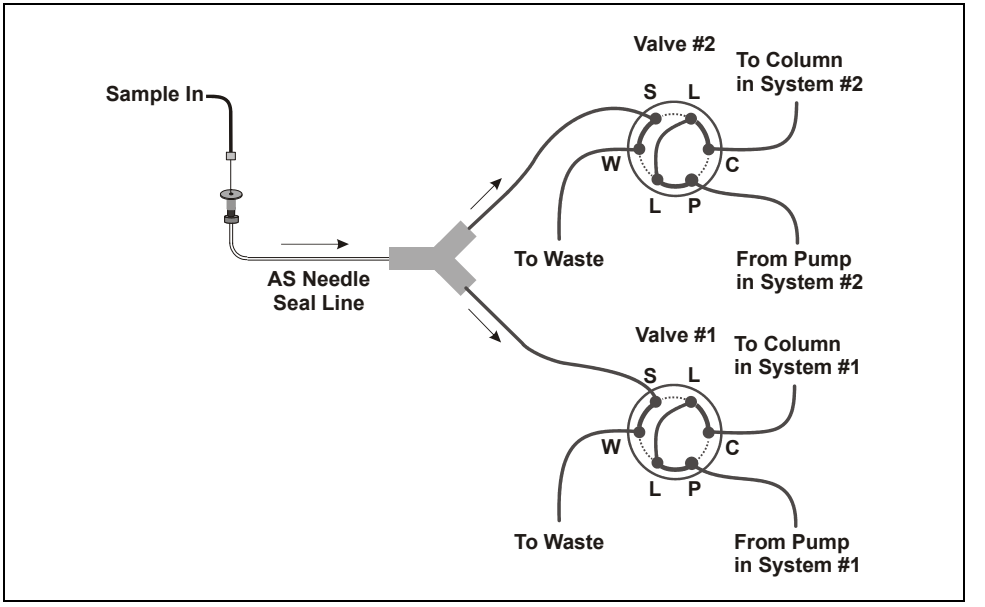

Figure B-29. Injection Valve Connections for Simultaneous Injection: Valves Installed in the AS
2. Connect the pump outlet line from system #1 to port P (2) on the bottom injection valve (valve #1) and connect the column outlet line from system #1 to port C (3) on valve #1 (see Figure B-29).
3. Connect the pump outlet line from system #2 to port P (2) on the top injection valve (valve #2) and connect the column outlet line from system #2 to port C (3) on valve #2 (see Figure B-29).